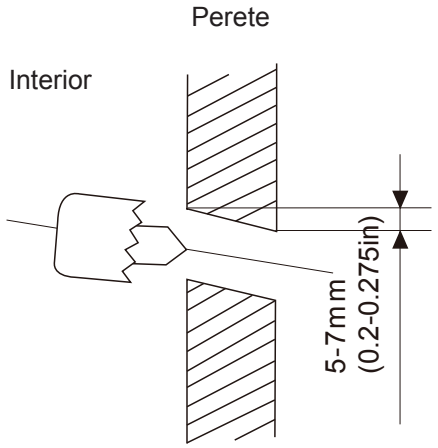

Fig. 3.2
2. Utilizând un burghiu de 65 mm (2,5in), realizați o gaură în perete. Asigurați-vă că orificiul este în unghi ușor înclinat astfel încât partea exterioară a orificiului să fie mai jos decât cea interioară cu 5-7 mm (0,2-0,275in). Acest lucru asigură scurgerea adecvată a apei (Consultați Fig. 3.2)